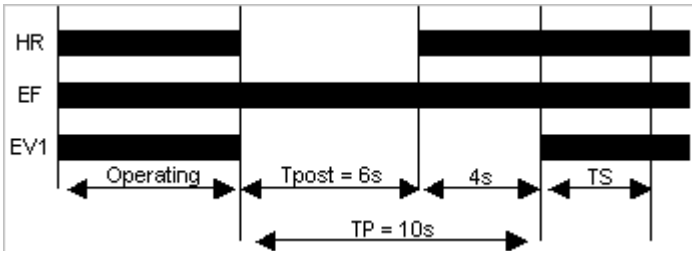

Fig. 9 – *QuickStart* function
To better understand this function, please refer to figure 9, representing an example with a control unit having a pre-purge time and a post-purge time of 10 seconds: if the heat demand (HR) is restored, for example, 6 seconds after the beginning of the post-purge, the device will carry out a pre-purge equal to 10 - 6 = 4 seconds, i.e. the difference between the nominal pre-purge time and the performed post-purge time.